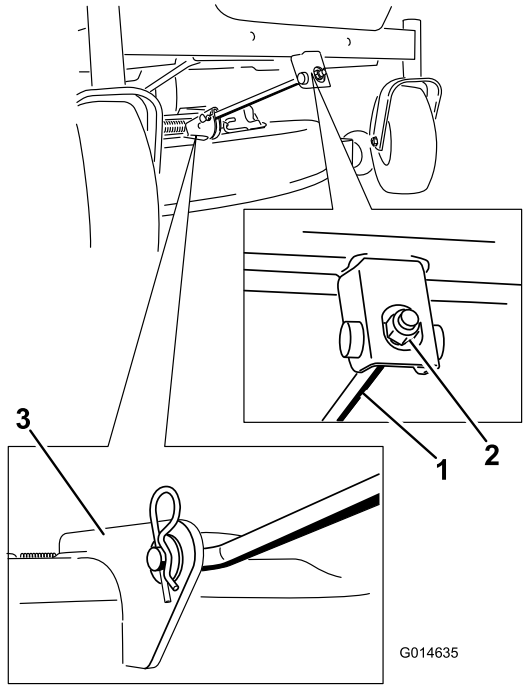

Figuur 67
4. Verwijder de R-pen uit de voorste steunstang en neem de stang uit de beugel van het maaidek (Figuur 67). Laat de voorkant van het maaidek voorzichtig neer op de grond.
6. Bevestig de voorste steunstang aan het maaidek met de gaffelpen en de R-pen (Figuur 67).